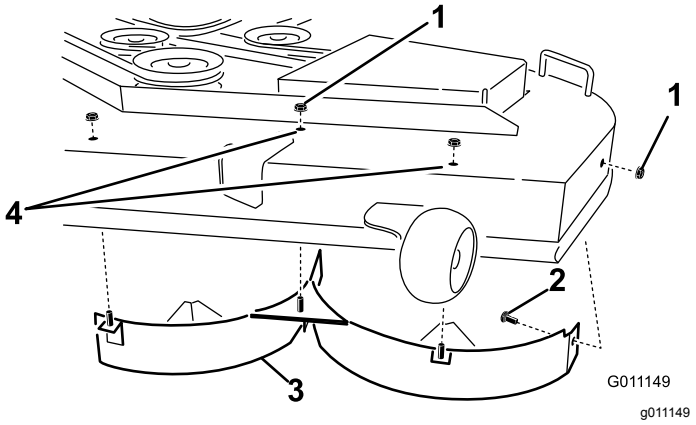

Figuur 16
4. Verwijder de 3 borgmoeren (5/16") die aan de gelaste stutten van de linkerplaat bevestigd zijn bovenop het maaidek in het midden, links ervan en uiterst links (Figuur 16).
5. Verwijder de slotbout en borgmoer van de zijwand van het maaidek waarmee de linkerplaat bevestigd is aan het maaidek (Figuur 16).
6. Verwijder de linkerplaat van het maaidek (Figuur 16).
7. Zoek de 2 bouten in de losse onderdelen en gebruik de aanwezige borgmoeren om de bevestigingen in de openingen te monteren; zie Figuur 16. Dit voorkomt rondvliegende voorwerpen.